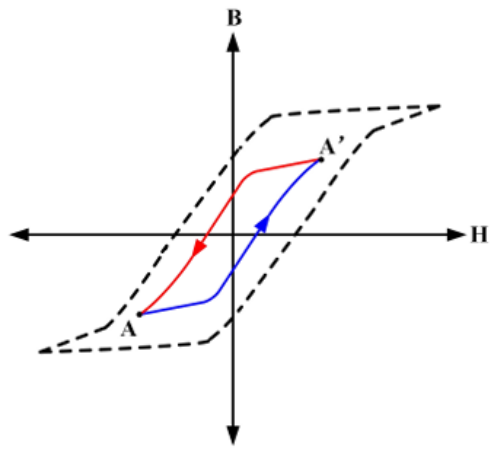

*Figure 18 Transformer core Magnetization*
*Figure 18* shows the B-H curve for transformer core magnetization. For proper transformer operation, the core must maintain volt-second balance — that is, the voltage-time product during magnetization must equal that of demagnetization. Otherwise, magnetic saturation may occur.